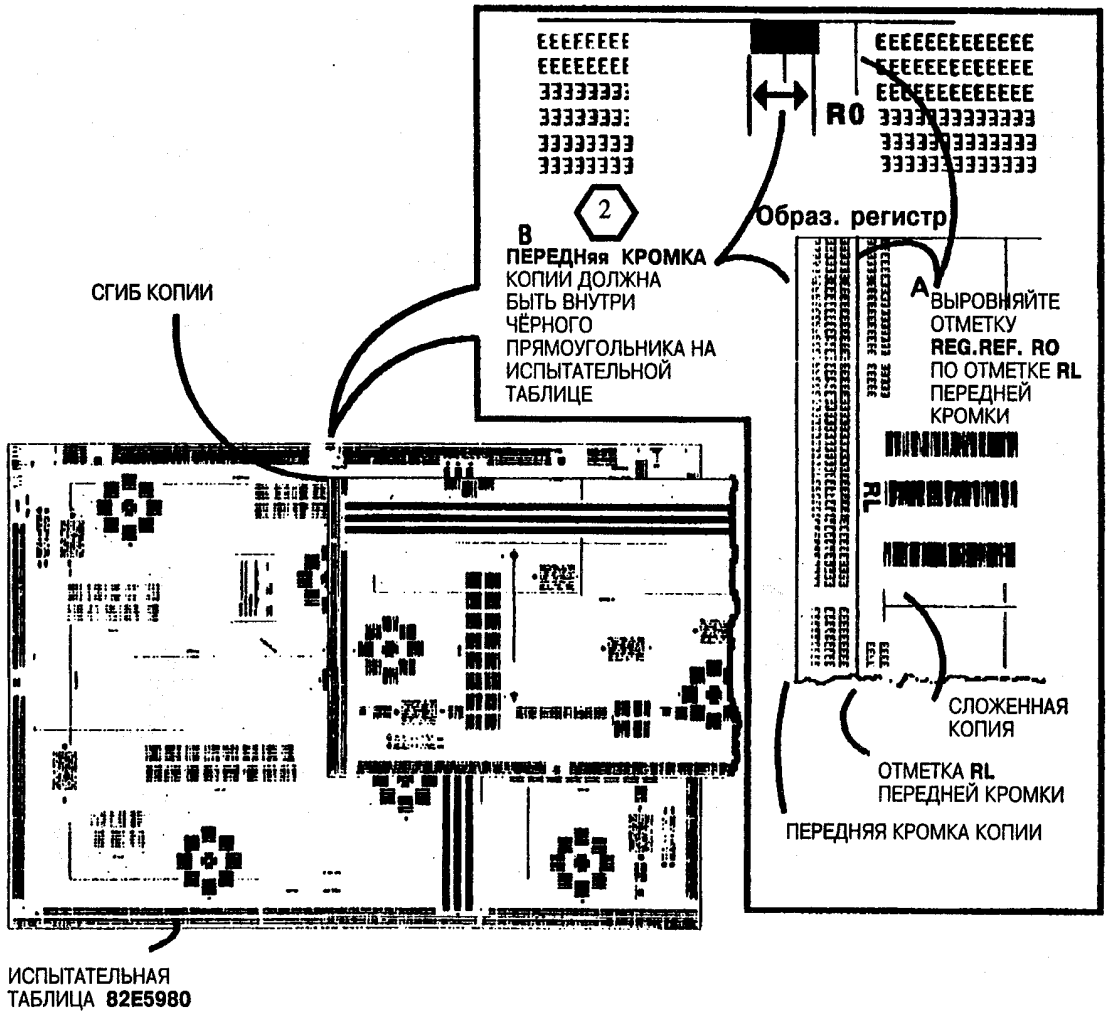

Rys. 2. Проверьте регистрацию изображения
3. (Рис.2): Проверьте регистрацию изображения на копии.